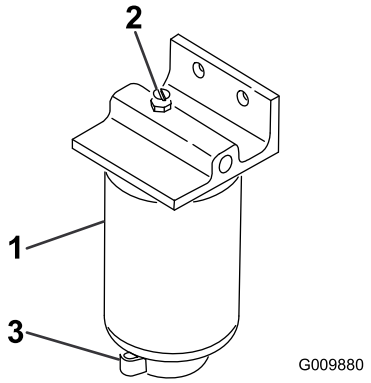

Figuur 66
2. Draai de aftapplug onder de filterbus los (Figuur 66).
1. Reinig de omgeving van de plaats waar de filterbus wordt gemonteerd (Figuur 66).